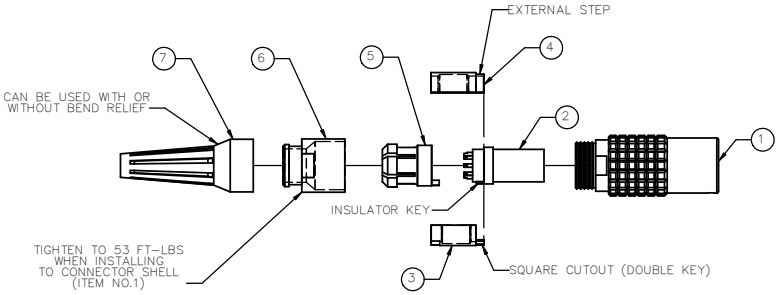

FIGURE 2: INSULATOR AND INSULATOR SHELL MATING
2. AFTER SOLDERING WIRES TO THE CONTACTS ON THE INSULATOR (ITEM NO.2), MATE THE INSULATOR TO BOTH HALVES OF INSULATOR SHELL (ITEM NO.3 & NO.4) ENSURING THAT THE PROTRUDING KEY ON THE PLASTIC INSULATOR SITS WITHIN THE SQUARE CUTOUT ON THE INSULATOR SHELL AS SHOWN IN FIGURE 2.